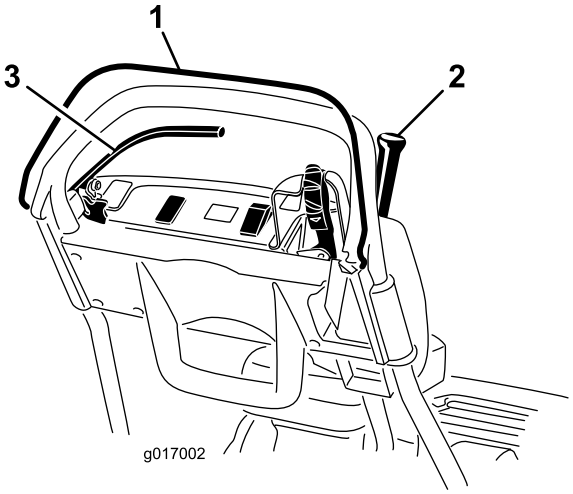

Figur 27
3. Prøv å koble til trekkspaken når du slipper dødmannskontrollen (Figur 27). Trekkspaken skal ikke kobles inn. Hvis trekkspaken kobles til, har sperrebrytersystemet behov for service. Korriger problemet før du bruker maskinen. Se Overhale sperrebryteren for drivverket (side 29).
4. Når du trykker ned dødmannskontrollen og trekkspaken er koblet til, slipper du dødmannskontrollen (Figur 27). Trekkspaken skal kobles fra. Hvis trekkspaken ikke kobles fra, har sperrebrytersystemet behov for service. Korriger problemet før du bruker maskinen. Se Overhale sperrebryteren for drivverket (side 29) eller Justere trekkontrollen (side 32).
5. Når dødmannskontrollen er trykket ned og girspaken er flyttet til venstre, aktiverer du trekket og spolemotoren, og slipper dødmannskontrollen (Figur 27). Trekkspaken skal kobles fra. Hvis trekkspaken ikke kobles fra, har sperrebrytersystemet behov for service. Korriger problemet før du bruker maskinen. Se Overhale sperrebryteren for drivverket (side
6. Når dødmannskontrollen er trykket ned og girspaken er flyttet til venstre for å aktivere trekket og spolemotoren, flytter du girspaken til høyre for å koble fra spolemotoren (Figur 27). Spolemotoren skal kobles fra. Hvis trekkspaken ikke kobles fra, har sperrebrytersystemet behov for service. Korriger problemet før du bruker maskinen. Se Justere spolekontrollen (side 32).
2. Når dødmannskontrollen er trykket ned, kobler du til girspaken og setter motorkontrollene i startposisjon (Figur 27). Prøv å starte motoren. Motoren skal ikke starte. Hvis motoren starter, trenger sperrebryteren service. Korriger problemet før du bruker maskinen. Se Overhale sperrebryteren for drivverket (side 29).
2. Når trekkspaken er koblet fra, kobler du til bremsen og setter motorkontrollene i startposisjon (Figur 27). Prøv å starte motoren. Motoren skal starte. Hvis motoren ikke starter, trenger sperrebryteren service. Korriger problemet før du bruker maskinen. Se Overhale sperrebryteren for bremsen (side 30).
3. Når motoren er i gang, aktiverer du servicebremsene (ikke parkeringsbremsene), trykker ned dødmannskontrollene og aktiverer trekkspaken (Figur 27). Motoren skal jobbe for å overkomme bremsen, men skal ikke stoppe. Hvis motoren stopper med en gang, trenger sperrebryteren service. Korriger problemet før du bruker maskinen. Se Overhale sperrebryteren for bremsen (side 30).
4. Når motoren er i gang, aktiverer du parkeringsbremse-låsen, trykker ned dødmannskontrollene og aktiverer trekkspaken (Figur 27). Motoren skal stoppe. Hvis motoren ikke stopper, trenger sperrebryteren service. Korriger problemet før du bruker maskinen. Se Overhale sperrebryteren for bremsen (side 30).